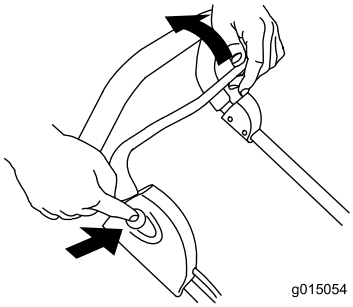

Figur 10
4. Håll in knappen och dra samtidigt styrstången mot handtaget (Figur 10).